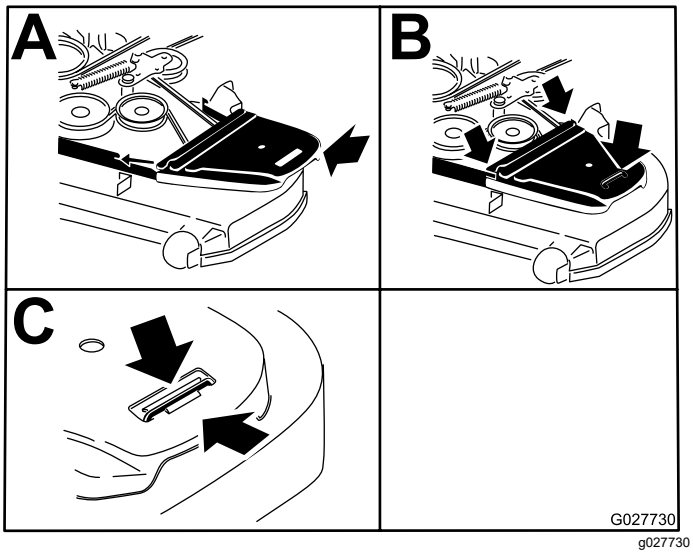

Figur 88
14. Monter remdekslene (Figur 88).